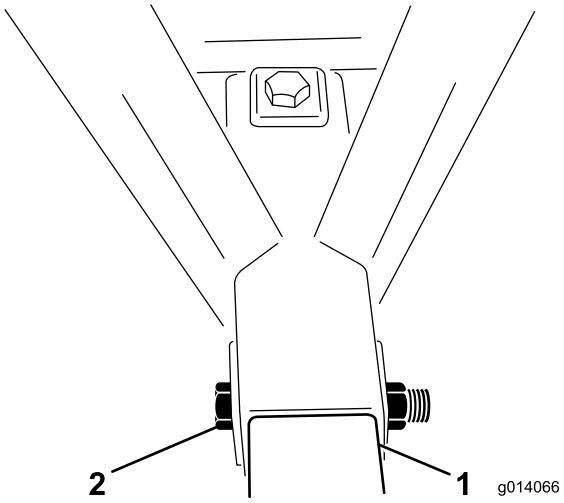

Figur 4
5. Sätt en 1 x 6–1/2 tumsbult genom ramen och dragstångsröret och installera låsmuttern (Figur 4).
6. Sätt den andra 1 x 6½-tumsbulten genom ramens överdel, ned igenom dragstångsröret. Installera låsmuttern (Figur 4).